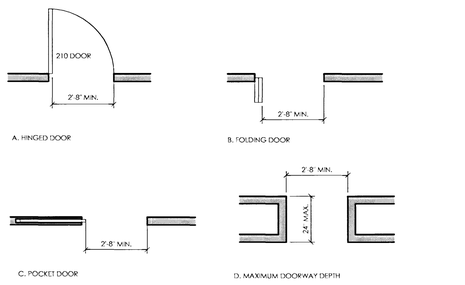

FIGURE 1: USABLE DOORS
Section 100.205(c)(2) would apply to doors that are a part of an accessible route in the public and common use areas of multifamily dwellings and to doors into and within individual dwelling units. On accessible routes in public and common use areas, and for primary entry doors to covered units, doors that comply with ANSI 4.13 would meet this requirement. Within individual dwelling units, doors intended for user passage through the unit which have a clear opening of at least 30 inches nominal width when the door is open 90 degrees, measured between the face of the door and the stop, would meet this requirement. (See Fig. 1 (a), (b), and (c).) Openings more than 24 inches in depth are not considered doorways. (See Fig. 1(d).)